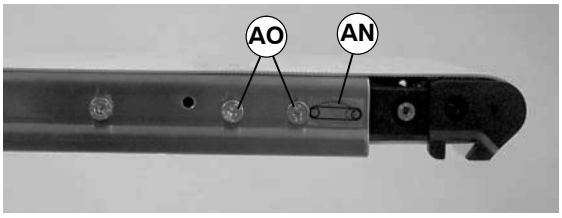

Figure 21
6. On tension end of the conveyor identified with a label (AN of Figures 21 and 22), loosen two M6 socket head cap screws (AO) on each side of conveyor.
10. On tension end of the conveyor identified with a label (AN of Figures 21 and 22), loosen two M6 socket head cap screws (AO) on each side of conveyor.
11. On tension end of the conveyor identified with a label (AN of Figures 21 and 22), loosen four M6 low head screws (AO).
13. Tighten four M6 low head screws (AO of Figures 21 and 38) to 40 in-lb (4.5 Nm) to secure idler spindle assembly (AP).